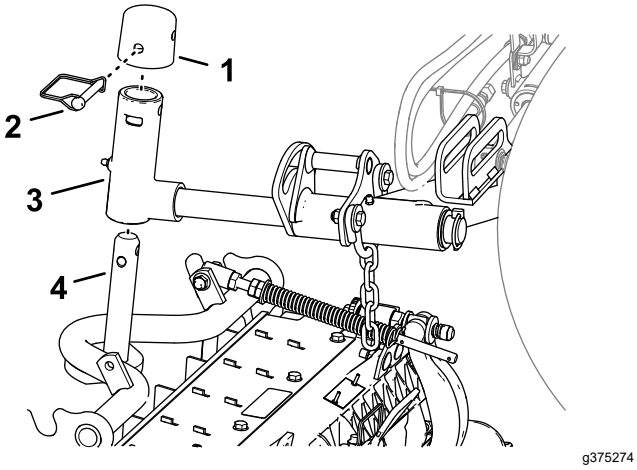

Рисунок 22
1. Подведите режущий блок под подъемный рычаг (Рисунок 22).